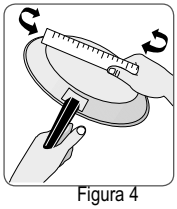

Figura 4
1. Posicione o alimento a ser preparado na área de cozimento, usando uma panela de tamanho e tipos adequados. Certifique-se de que a panela está centralizada na área de cozimento e de que ela cobre totalmente a área mínima demarcada na superfície da área. NOTA: Se a panela não estiver de acordo com as condições necessárias para a área de cozimento (veja figura 4 na página 13), os sensores detectarão o problema e a letra F será exibida no display da área de cozimento afetada. Qualquer problema deve ser corrigido antes de seguir para o próximo passo.
As panelas usadas no cooktop de indução devem ter o fundo plano para que fiquem em contato com toda a área de cozimento. Verifique se o fundo é plano girando uma régua sobre o fundo da panela (Figura 4). Certifique-se de seguir todas as recomendações de uso mostradas na Figura 4.